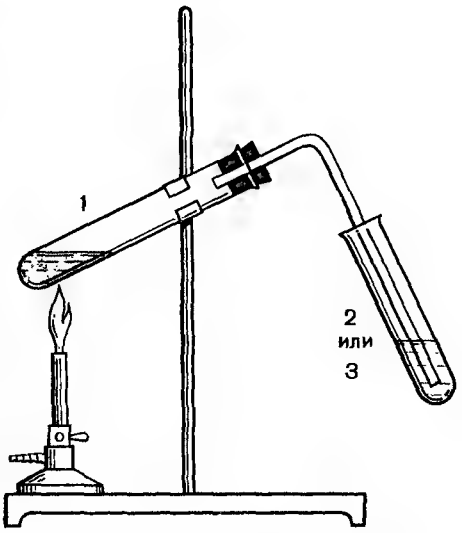

Рис. 19.2. *Прибор для получения этилена.* Объяснение в тексте.
Опыт 3. Получение и свойства этилена. В сухую 1-ю пробирку поместите 12 капель концентрированной серной кислоты (7), 4 капли этанола (8) и бросьте несколько кусочков пемзы или пористого фарфора для равномерного кипения при нагревании. Вставьте в пробирку пробку с газоотводной трубкой и закрепите пробирку в лапке штатива, как это показано на рис. 19.2.
Опыт 4. Получение и свойства ацетилена. В 1-ю пробирку поместите кусочек карбида кальция (9) величиной с горошину. Пробирку закрепите в штативе, как это показано на рис. 19.2. Приготовьте для опыта 2-ю и 3-ю пробирки: во 2-ю поместите 6 капель бромной воды (3), в 3-ю — 6 капель 2% раствора перманганата калия (4).